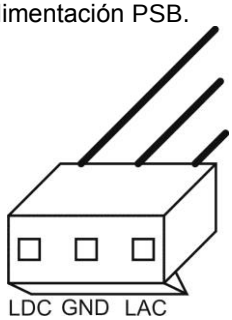

Fig.4 Tomas en el conector de señalización.
4. Cortar los conductores del conector de señalización en la fuente de alimentación PSB 13,8V aislar y conectar al módulo conforme al esquema. Conductores Lac, Ldc, GND de la fuente de alimentación conectar con tomas adecuadas en el módulo de automatización (véase fig.4).